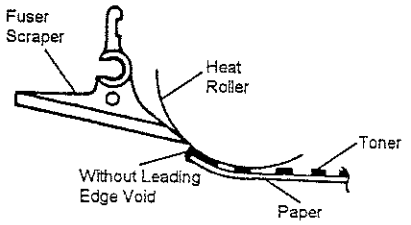
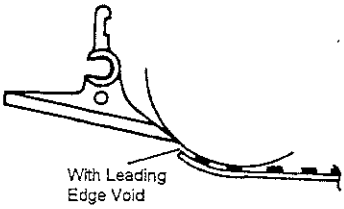

Рис. 1
Рис. 2
2. Надежность снижается, если тонер заполняет Переднюю Кромку листа. Тонер может быть запечен вокруг края листа (рис. 1), приводя к прилипанию бумаги к тефлоновому валу и снижению эффективности отделяющих зубьев.
Это случается при копировании книг, когда крышка поднята и выключен режим стирания краев. На рис. 1 показано, как копия прилипает к тефлоновому валу, но копия может прилипнуть также и к резиновому валу. На рис. 2 показано, как легко сепараторы отделяют копию с чистой Передней Кромкой.